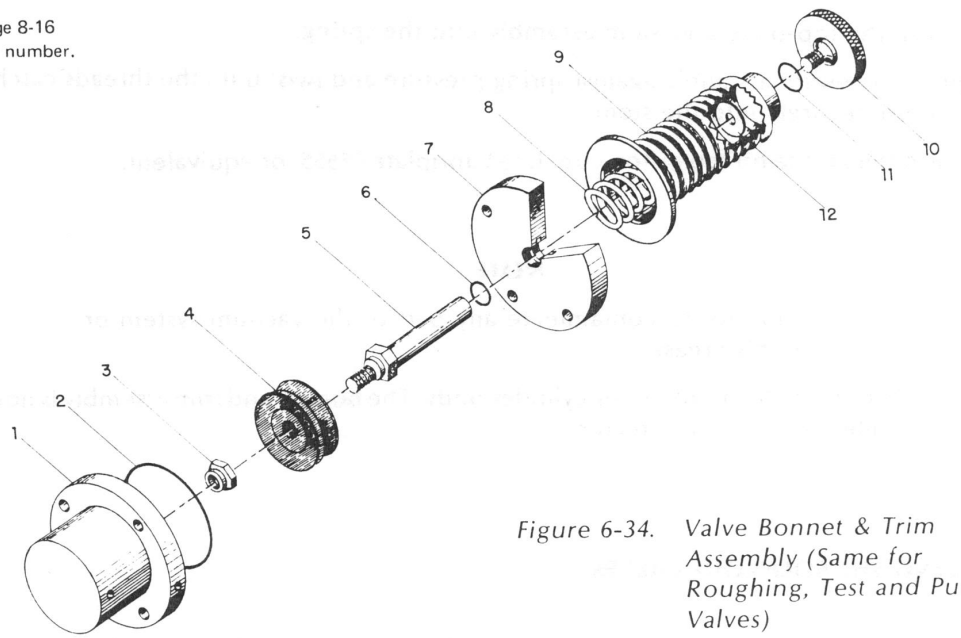

Figure 6-34. Valve Bonnet & Trim Assembly (Same for Roughing, Test and Pump Valves)
Occasionally the valves will need cleaning. Also, after many thousands of operations, if a bellows develops a leak, it must be replaced. Directions for disassembly are given below. Figure 6-34 is an exploded view of the bonnet and trim assembly of the roughing, test, and pump valves. The bonnet and trim assemblies will usually have been removed as part of the complete overhaul: paragraph 6-6.6 (pump valve) or 6-6.7 (valve block assembly). If the complete overhaul is not being carried out at this time, the bonnet and trim assemblies can be removed, by carrying out the complete shutdown procedure in paragraph 4-6.4, then disconnecting the main power line and relieving the compressed air pressure. Once the assembly has been removed, and the "top hat" (1) removed, proceed as follows:
1. Place a wrench on the hex between the rubber piston cup and the top plate. Grasping the knurled seal disc (10) by hand, unscrew it.
2. Remove the bellows (9), washer (12), and spring (8).
3. Withdraw the stem (5) with the piston cup (4) attached.
4. Remove the quad ring (6) from the bore of the top plate (7) and the O-ring (11) from the back of the seal disc.